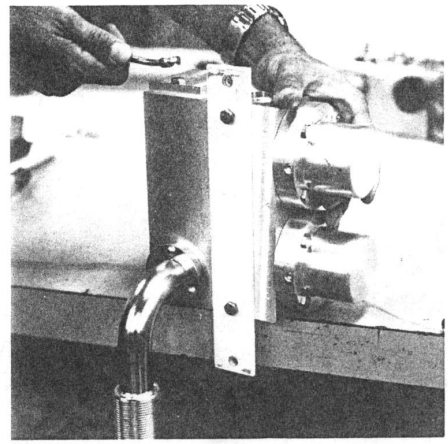
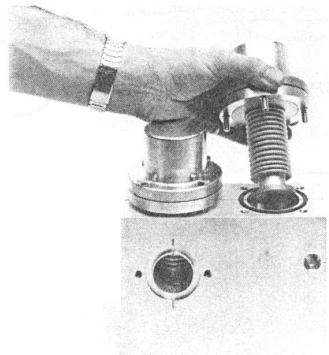

Figure 6-19. Removing Cover Plate from Inverted Valve Block
Figure 6-20. Removing Actuators from Valve Block
1. Remove screws holding vent valve (4) and calibrating leak (17), then remove the gross leak valve (33), vent valve (with its O-ring retainer), calibrating leak and thermocouple gauge (11) from the valve block by pulling straight out. Set them aside.
2. With the valve block inverted, remove the cover plate (28) from the bottom (Figure 6-19). Clean it, wipe the O-ring and set them aside.
3. Remove test port manifold (24).
5. Lift out the actuator (Figure 6-20). Wash the bellows and sealing disc with methanol and dry thoroughly. If the bellows is to be replaced, see paragraph 6-7.5.